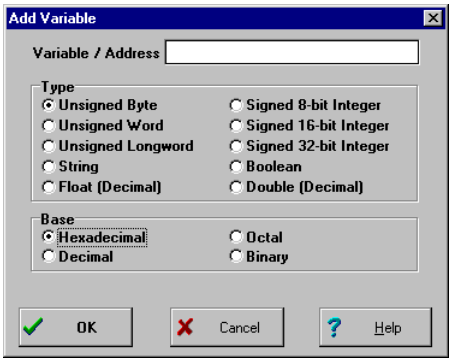

**Figure 6-7. *Add Variable* Dialog**
- **Add Variable:** Choose this option to open the *Add Variable* dialog (Figure 6-7) to add a variable or address to the current variable list. Select the variable type (size) and base.
specify the base in which variables are shown using the options in the *Add Variable* dialog (Figure 6-7). The default number format for the ICS05JPW is hexadecimal.